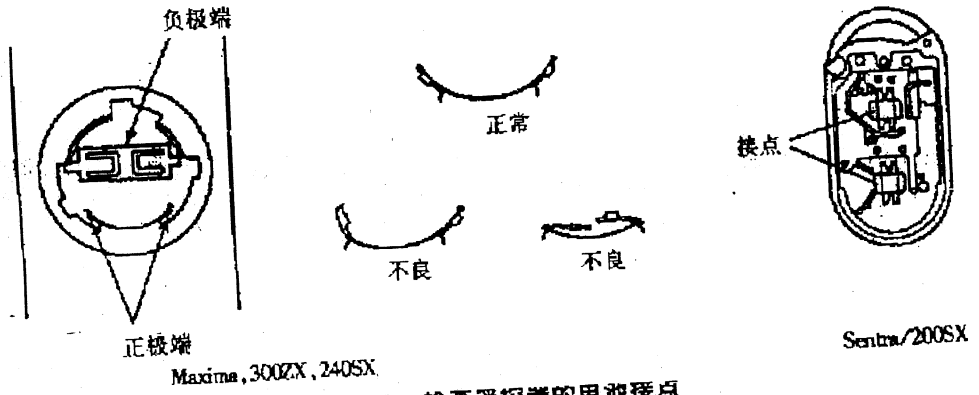

图 3－36　检查遥控器的电池接点
4. 用高内阻的电压表检查电压，在测量前并联一个 300 Ω 电阻（如图 3－37），若电压为 2.5 V 以上表示正常，若低于 2.5 V 则必须更换。